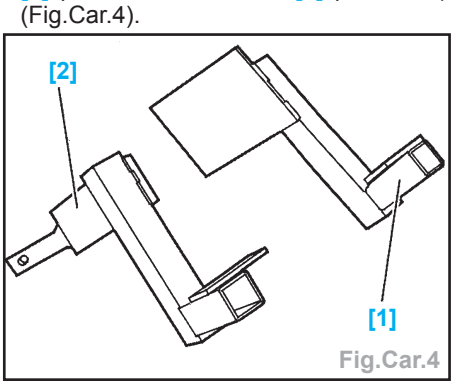

Fig.Car.4
- Positionner la demi-façade AV assemblée à l'aide de l'outil [1] (gabarit **1117- B** [1] pour la G et **1117-C** [2] pour la D) (Fig.Car.4).